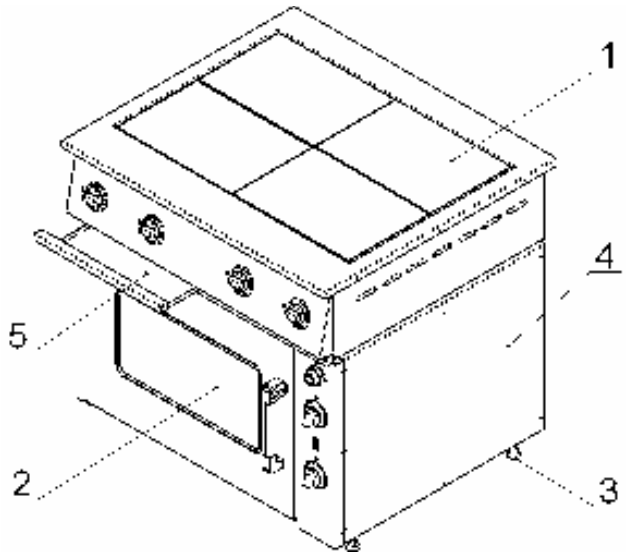
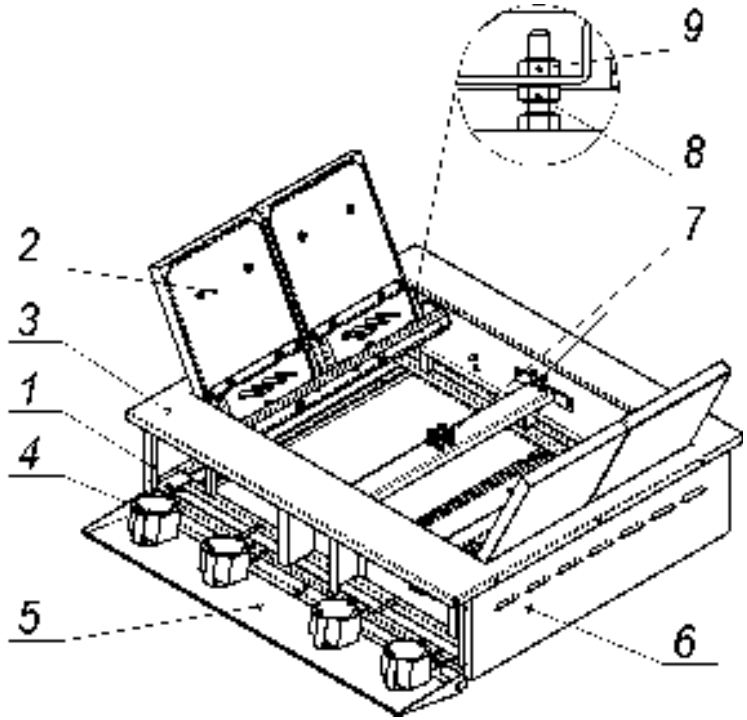
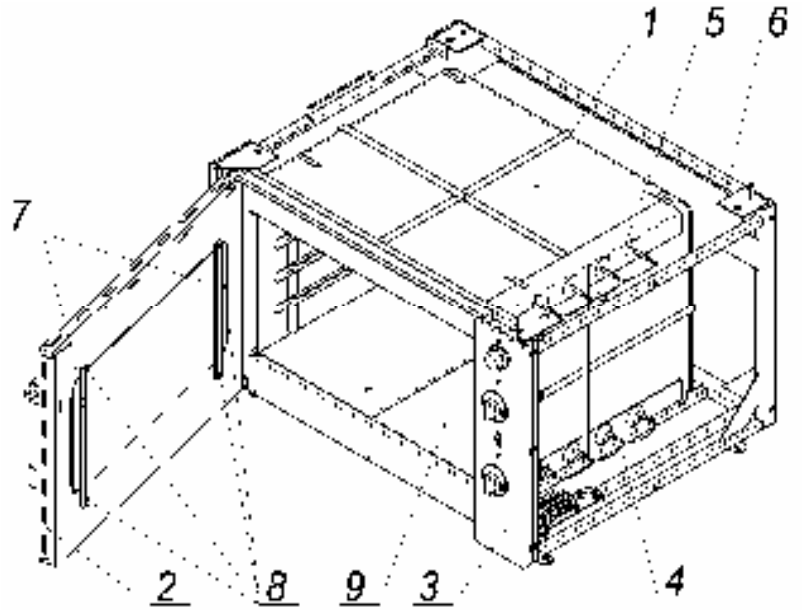
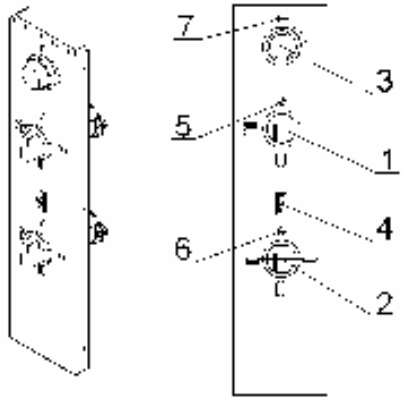

Рис.1
Рис. 2
Рис.3
Рис.4
Чтобы открыть приборную панель плиты, необходимо вынуть выдвижные поддоны (см. рис.1) и вывернуть винты крепления панели к каркасу плиты.
4.3 Собственно плита (рис.2) установлена на жарочный шкаф (рис.1. поз.2) и состоит из каркаса (поз.1), с закрепленными на нём конфорками (поз. 2), столом (поз.3), облицовочными (поз.6) и приборной панелью (поз.5).
4.3.3 Для обслуживания и санитарной уборки, плита оборудована (см. рис.1) выдвижными поддонами (поз.5), так же обеспечен (см. рис.2) свободный доступ к внутренним поверхностям плиты:
4.4 Жарочный шкаф состоит из тепловой (рабочей) камеры (рис.3 поз.1), закрываемой дверкой (рис.3, поз.2) и приборной панели (рис.3, поз.3).
- Снять панель управления (рис.3, поз.3) или правую облицовочную панель (рис.1, поз.4);
- Снять панель управления (рис.3, поз.3) или снять правую облицовочную панель (рис.1, поз.4);
- Открыть дверку и вынуть из камеры подовые короба (рис.3, поз.9);
- Снять панель управления (рис.3, поз.3) или снять правую облицовочную панель (рис.1,поз.4);
4.5 Приборы управления и светосигнальная арматура размещены (рис.4) на приборной панели (рис.3 поз.3), которая расположена с правой стороны шкафа.
4.5.1 Ступенчатое регулирование мощности верхних и нижних ТЭНов осуществляется установкой ручек переключателей (поз.1 и 2) в фиксированные положения, обозначенные на приборной панели символами **I, II и III,** что соответствует режимам нагрева ТЭНов: слабый, средний и сильный. При этом, изменяется мощность ТЭНов (см. раздел 2, табл.1, п.12). Отключение ТЭНов производится установкой ручек переключателей в положение «0» (напротив сигнальных ламп рис.4, поз.5 и 6).
Установка и автоматическое поддерживание необходимой температуры (от 50 до 300^{0}С) в камере осуществляется терморегулятором (рис.4, поз.3).
Переключатели верхних и нижних ТЭНов, а также терморегулятор снабжены сигнальными лампами (рис.4, поз.5, 6 и 7).
7.9 После окончания приготовления продуктов отключите напряжение, подаваемое на нагревательные элементы конфорок и шкафа, установив ручки переключателей конфорок (рис.2, поз.4), ручки переключателей верхних и нижних ТЭНов шкафа (рис.4, поз. 1, 2) и лимб терморегулятора шкафа в положение «0» (сигнальные лампы должны погаснуть).
7.4 Установите (по часовой стрелке) лимбом терморегулятора (рис.4, поз.3) температуру в камере шкафа, предусмотренную технологией приготовления продукта (должна загореться сигнальная лампа рис.4. поз.7).
7.5 Установите ручки переключателей (рис.4, поз.1 и 2) верхних и нижних ТЭНов в положения **I**, **II** или **III** (должны загореться сигнальные лампы рис.4, поз.5 и 6).
7.7 Для визуального контроля состояния приготавливаемых в камере продуктов, при закрытой дверке, включите клавишей (рис.4, поз.4) лампу подсветки камеры.